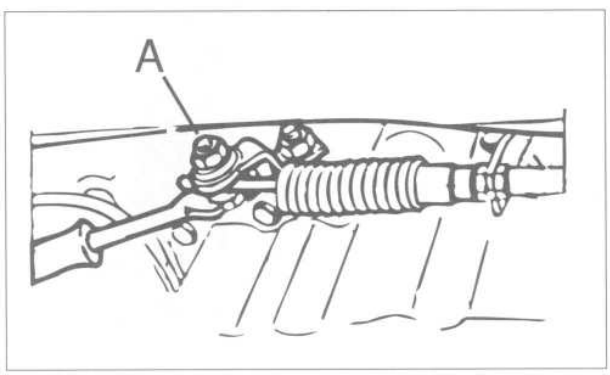

Fig. 6. Selector lever cable clamping nut (**A**). Counterhold clamping bolt when loosening nut.
1. Position selector lever in park (P).
2. Working at left-hand side of transmission, loosen operating cable clamping nut. See Fig. 6.